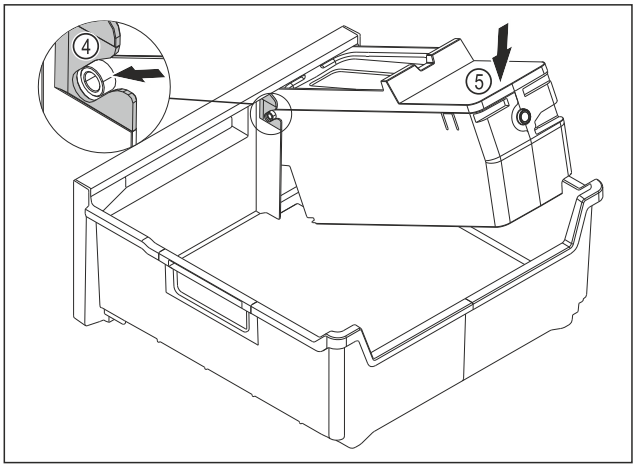

Fig. 148
▶ Montați corpul EasyTwist-Ice: Inserați axele corpului EasyTwist-Ice în ghidaje *Fig. 148 (4)*.
▶ Apăsați corpul EasyTwist-Ice *Fig. 148 (5)* în spate în jos.